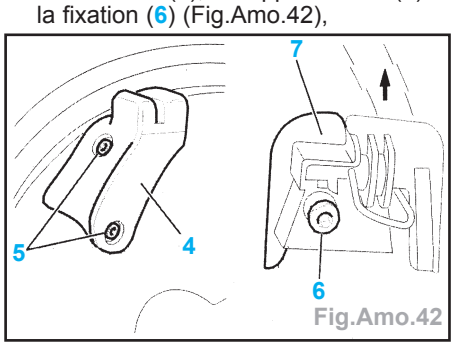

Fig.Amo.42
- les fixations (5), le support de toit (4) et la fixation (6) (Fig.Amo.42),